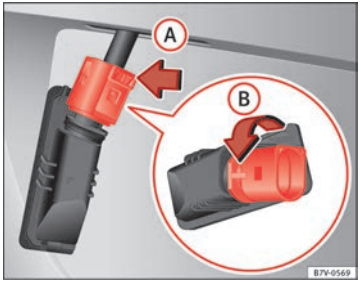

Fig. 158 Number plate light: remove the bulb holder
3. In the connector lock, turn ⇒ Fig. 158 towards arrow (A) and pull the connector.
4. Rotate the bulb holder in the direction of arrow (B) and extract it with the bulb.
6. Insert the bulb holder in the number plate light and turn in the opposite direction of arrow (B) until it stops.